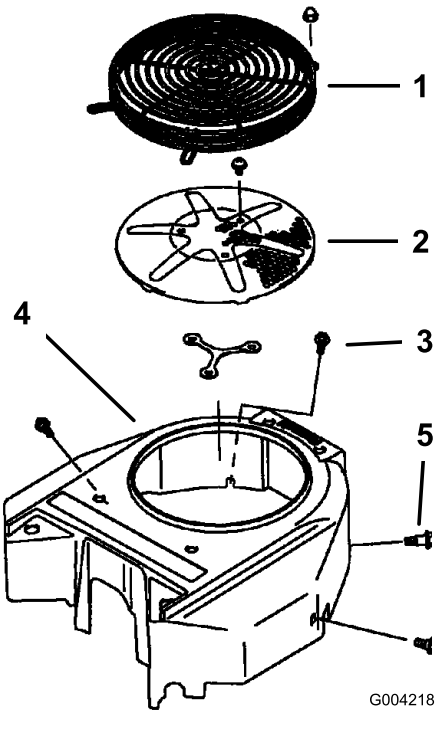

Figur 83
3. Fjern luftindtagsskærmen, tilbageslagsstarteren og ventilatorhuset (Figur 83).
5. Monter luftindtagsskærmen, tilbageslagsstarteren og ventilatorhuset (Figur 83).